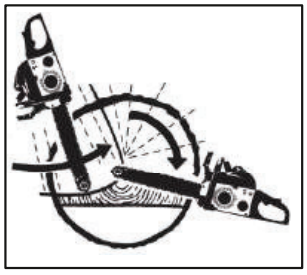

Рис. 11Г
ПРЕДУПРЕЖДЕНИЕ: *При увеличении запила (D) дерево должно начать падать в направлении заданном запилом (C). Как только дерево начало падать, выньте пилу из реза, заглушите двигатель и затормозите цепь. Отойдите на безопасное расстояние по заранее намеченному пути отступления (рис. 11 А).*